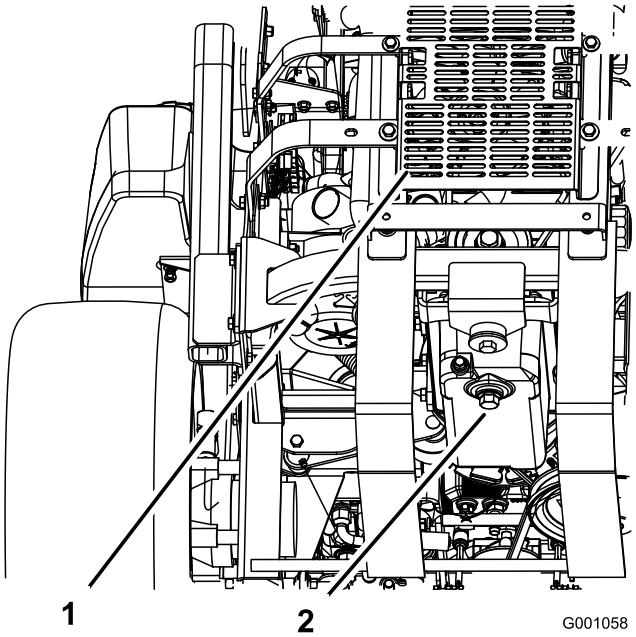

Figur 43
5. Placer en bakke under olieaftapningsproppen. Afmonter aftapningsproppen, og lad al olien løbe ud (Figur 43).